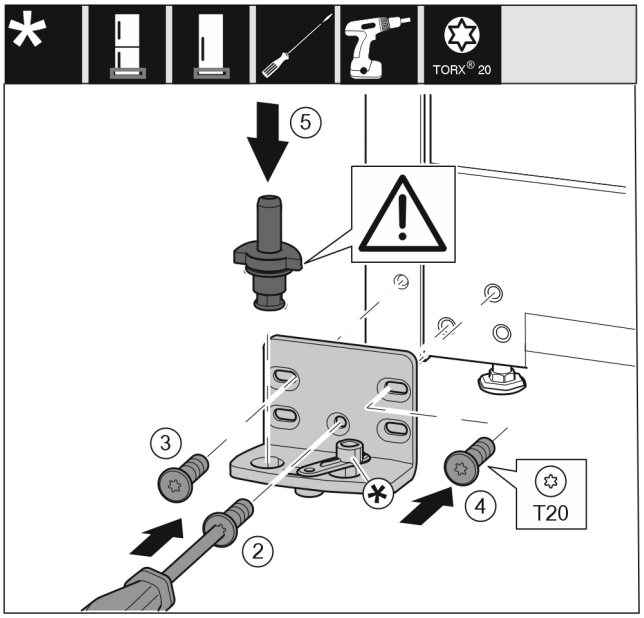

Fig. 22 *
- ▶ Aplicați suportul de lagăr pe partea opusă și înșurubați-l cu ajutorul unei șurubelnițe. Începeți cu șurubul *Fig. 22 (2)* de jos din centru.*
- ▶ Înșurubați ferm șurubul *Fig. 22 (3)* și șurubul *Fig. 22 (4)*.*
- ▶ Introduceți complet bolțul de lagăr *Fig. 22 (5)*. Aveți grijă aici ca respectiva camă de fixare să fie îndreptată către înapoi.*